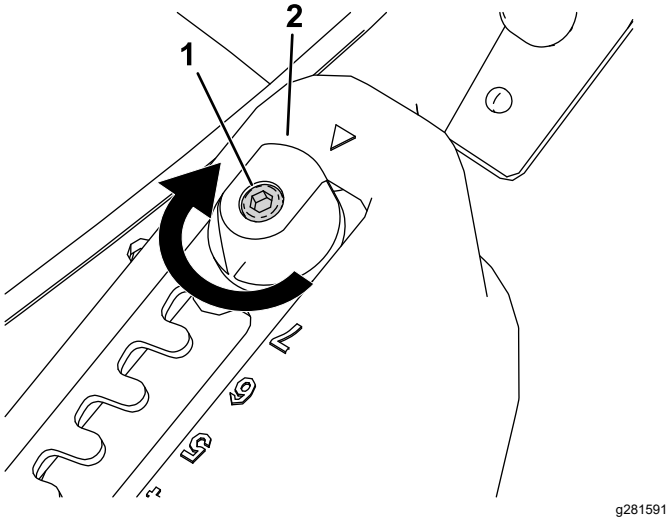
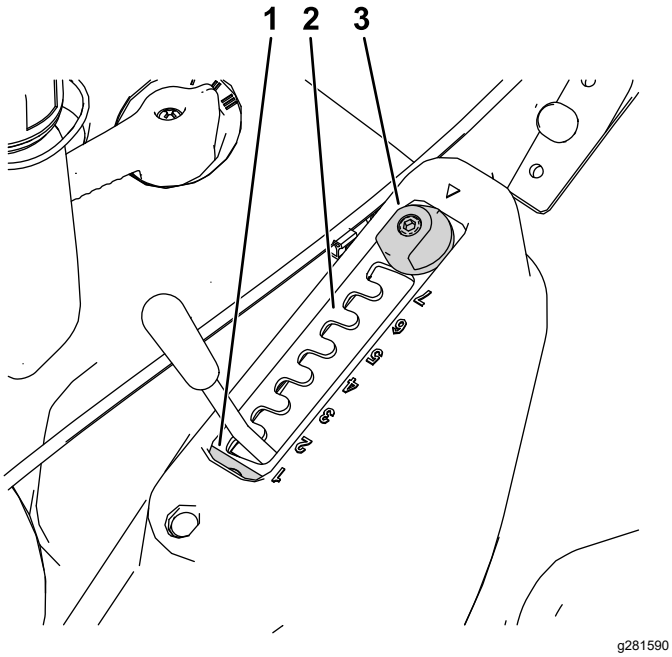

Figur 13
Figur 14
1. Løsn vælgerpladens låsebolt med en unbrakonøgle (Figur 13).
2. Drej matchcut-justeringsanordningen 180° (Figur 13 og Figur 14).